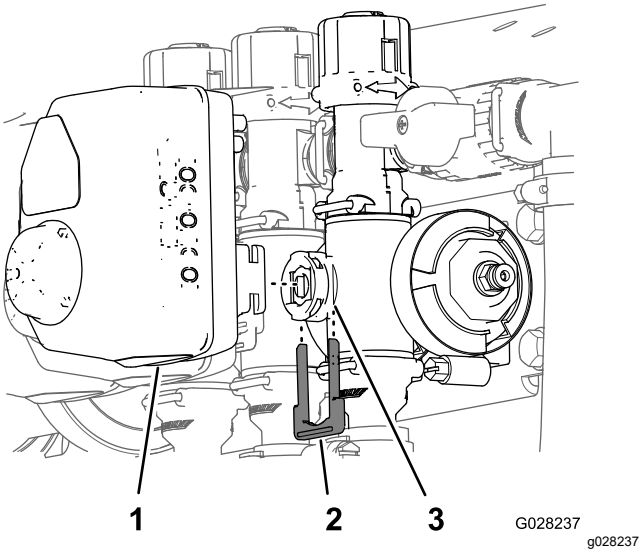

**Figura 67**
3. Remova o retentor que prende o atuador ao coletor da válvula para o controle de taxa, agitação, seção principal ou válvula de seção (Figura 67).